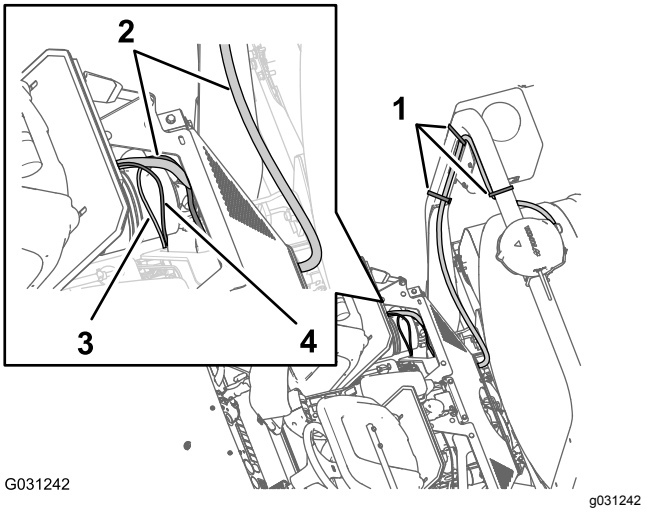

Figur 168
1. Før 100 cm afgreningen af det elektriske ledningsnet (Figur 168) med konnektoren med 1 ben ned til det område, hvor det forreste og bageste ledningsnet til maskinen tilsluttes. Se Figur 86 i Tilslutning af forreste og bageste ledningsnet (side 40).
2. Før 100 cm afgreningen af dataledningsnettet (Figur 168) med konnektoren med 4 ben til CAN 2/sprøjtestyreenheden, ned til det område, hvor det forreste og bageste ledningsnet til maskinen tilsluttes. Se Figur 86 i Tilslutning af forreste og bageste ledningsnet (side 40).